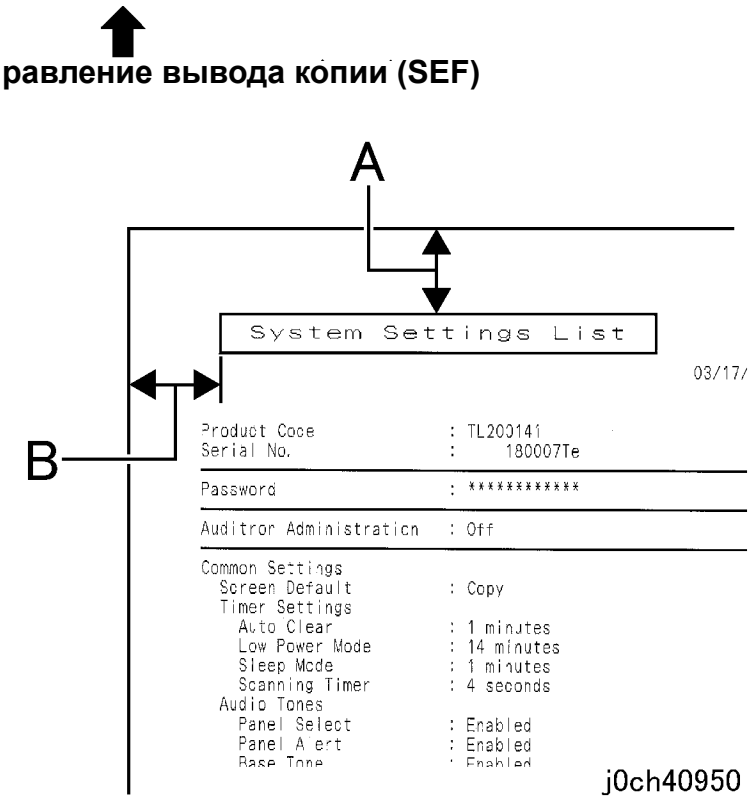

Рисунок 1 Регистрация передней/боковой кромки в IOT (j0ch40950)
2. Проверьте регистрацию передней/боковой кромки в IOT (рисунок 1).
4. Проверьте регистрацию передней/боковой кромки двусторонних отпечатков в IOT (рисунок 1).